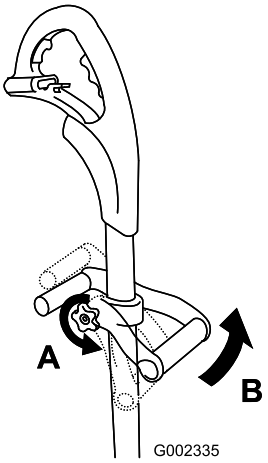

Bild 1
1. Lösen Sie das Handrad, schieben Sie dann den Griff entlang des Schafts auf die gewünschte Höhe (Bild 1).
2. Drehen Sie den Griff in eine komfortable Stellung (Bild 1), ziehen Sie dann das Handrad an.